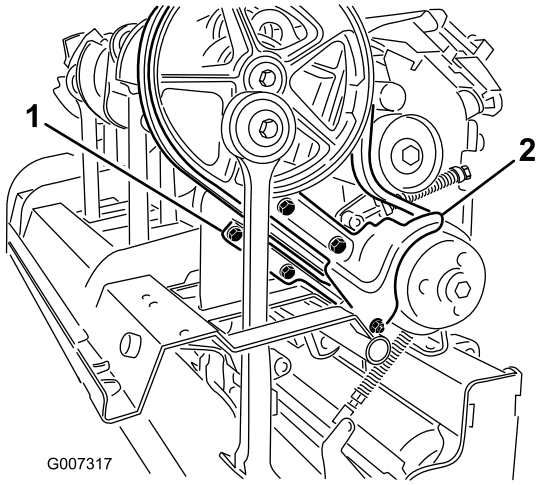

Figur 32
3. Fjern de fastgørelsesanordninger, der fastgør smudsafskærmningen og den nederste remafskærmning (Figur 32). Afmonter